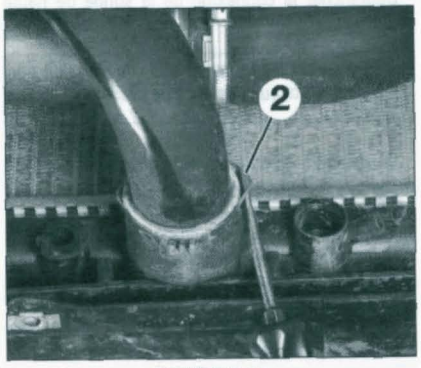

FIGURE 1-14
• Débrancher la durit inférieure (2) du radiateur (raccord rapide de type Conrad) **(figure 1-14)**.